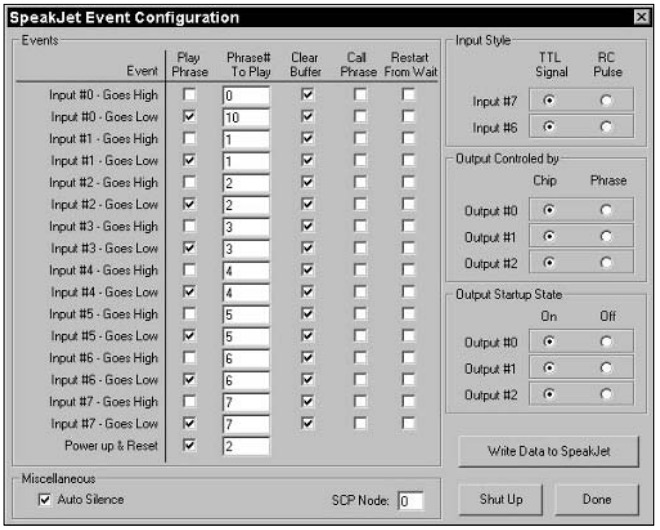

Figure 7-19: The Event Configuration screen of the PhraseA-Lator software program.
The upcoming Figure 7-19 shows the SpeakJet Event Configuration that we loaded onto our chip. The items in the Phrase# to Play column in this figure indicate phrases that the manufacturer has preloaded.
You do this so that the SpeakJet activates when you first press and then release the switch. See the note and table after these steps for help in choosing which check boxes you must select. (The simple route is to just select all the Goes Low inputs, as shown in Figure 7-19.)
4. **With the box connected to your computer, simply click the Write Data to SpeakJet button in the Event Configuration screen of the SpeakJet program (as shown in Figure 7-19).**